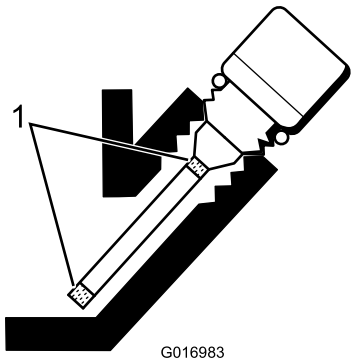

Figuur 23
5. Als het peil te laag staat, vult u voldoende olie bij totdat het peil tussen de markeringen op de meter staat (Figuur 23). **Niet te vol vullen.**